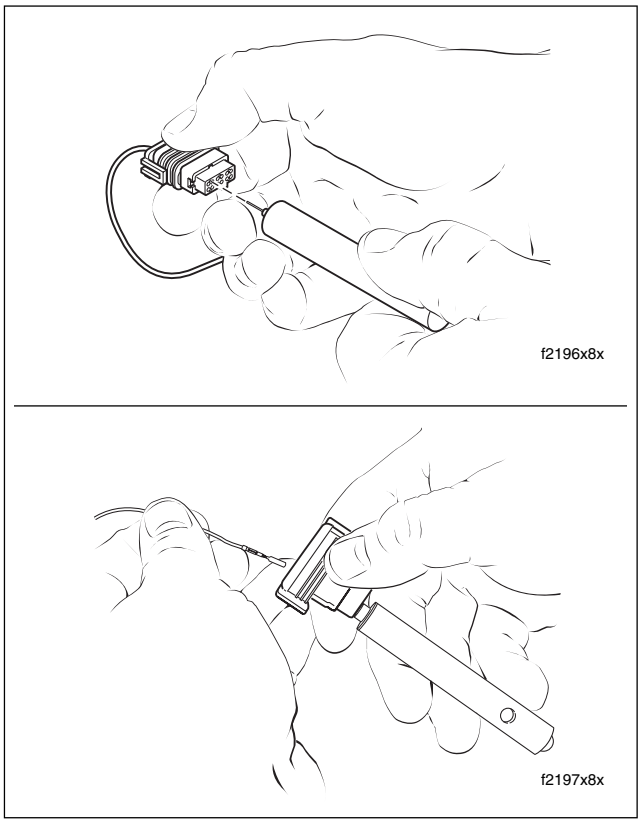

Figure B-28. Insert Tool and Remove Terminal
b. Push the adjacent terminals all the way into the connector housing and then insert tool into hole until it bottoms. See upper frame of Figure B-28.
c. Leaving the tool installed, gently tug on wires to pull either one or both terminals from wire end of connector. See lower frame of Figure B-28. Remove tool.